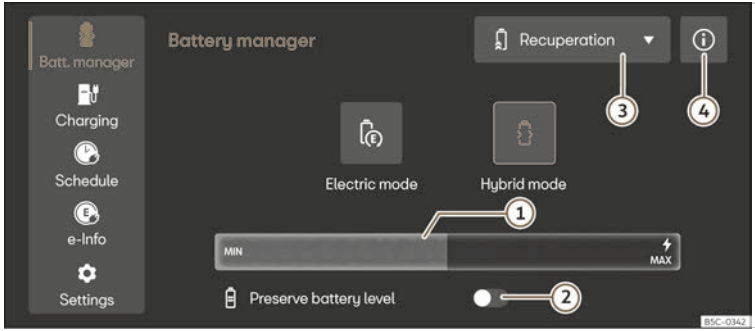

Fig. 123 In the infotainment system: Battery manager menu
- Select **Electric Mode** or **Hybrid Mode** in the infotainment system. Further information about the operating mode can be found in ⓘ ››› Fig. 123 ④.
Key to ››› **Fig. 123**: